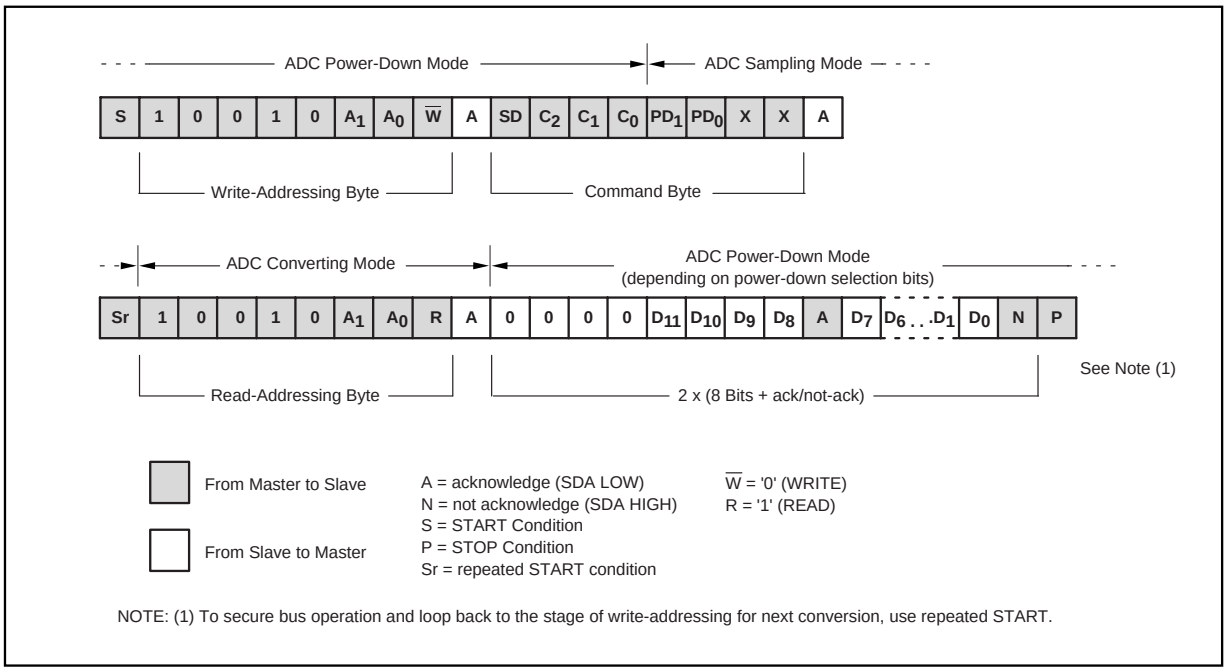
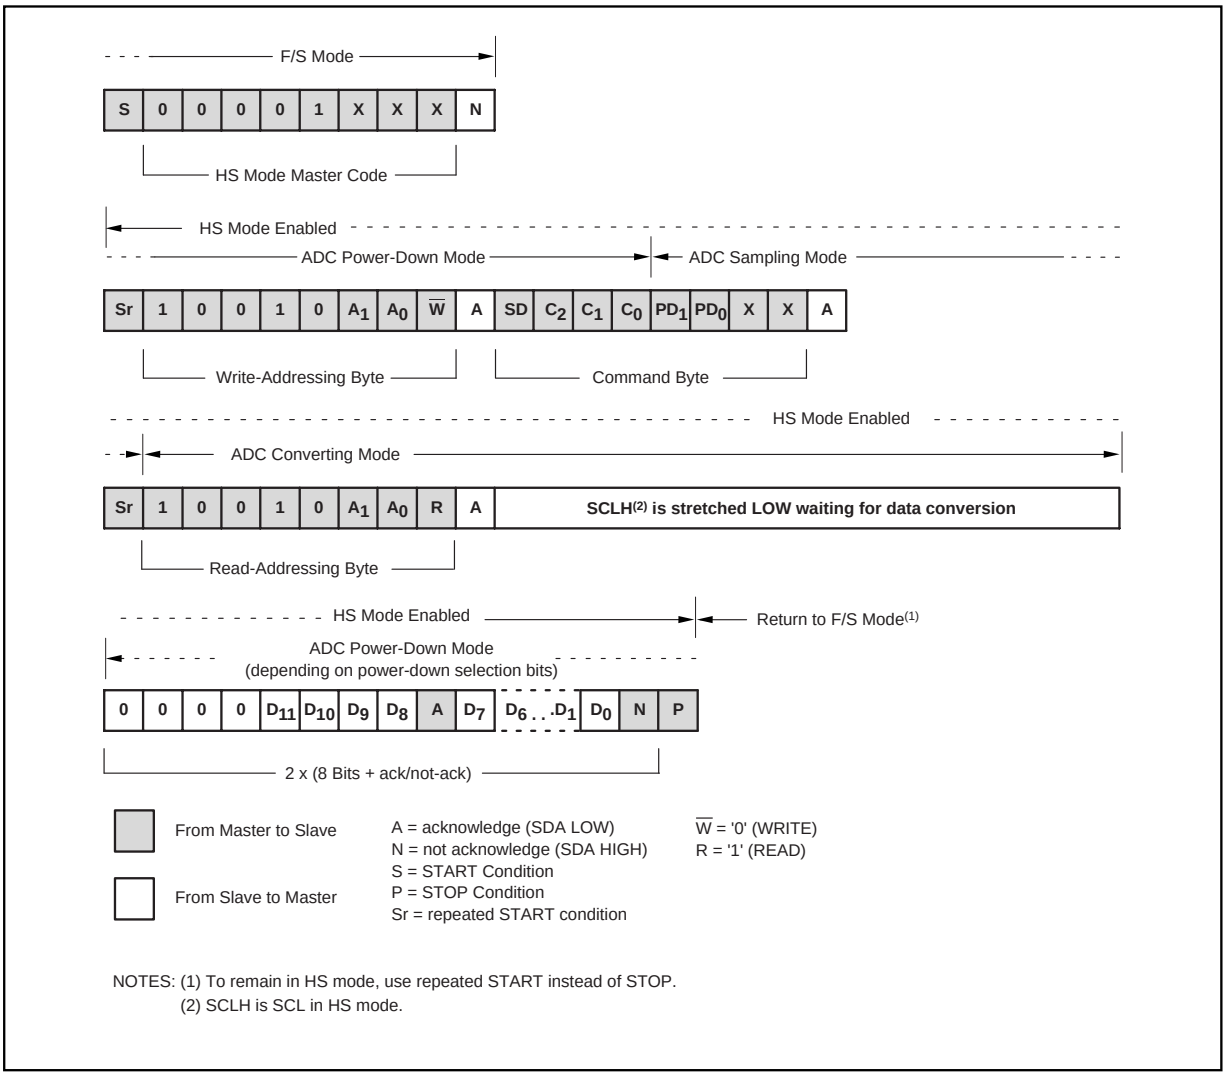

FIGURE 3. Typical Read Sequence in F/S Mode.
FIGURE 4. Typical Read Sequence in HS Mode.
Figure 3 describes the interaction between the master and the slave ADS7828 in Fast or Standard (F/S) mode. At the end of reading conversion data the ADS7828 can be issued a repeated START condition by the master to secure bus operation for subsequent conversions of the A/D converter. This would be the most efficient way to perform continuous conversions.
See Figure 4 for a typical read sequence for HS mode. Included in the read sequence is the shift from F/S to HS modes. It may be desirable to remain in HS mode after reading a conversion; to do this, issue a repeated START instead of a STOP at the end of the read sequence, since a STOP causes the part to return to F/S mode.
1) In order to use the internal reference, the PD1 bit of Command Byte must always be set to logic '1' for each sample conversion that is issued by the sequence, as shown in Figure 3.
If using an external reference, PD1 must be set to '0', and the external reference must be settled. The typical sequence in Figure 3 or Figure 4 can then be used.